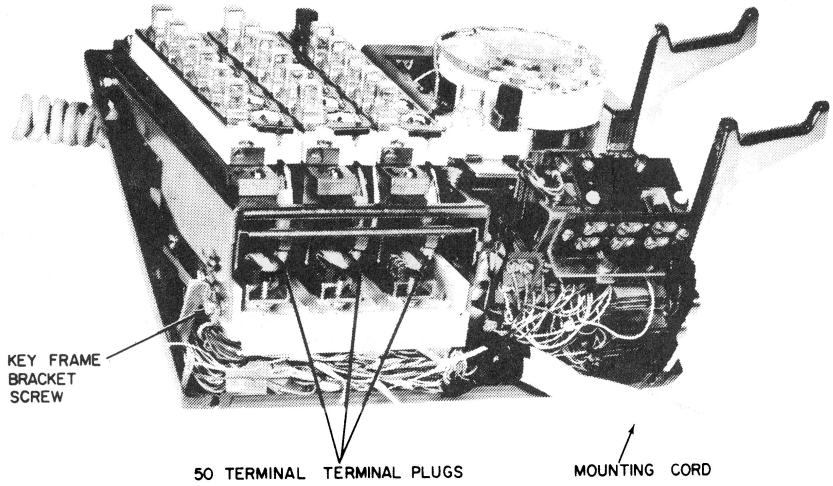
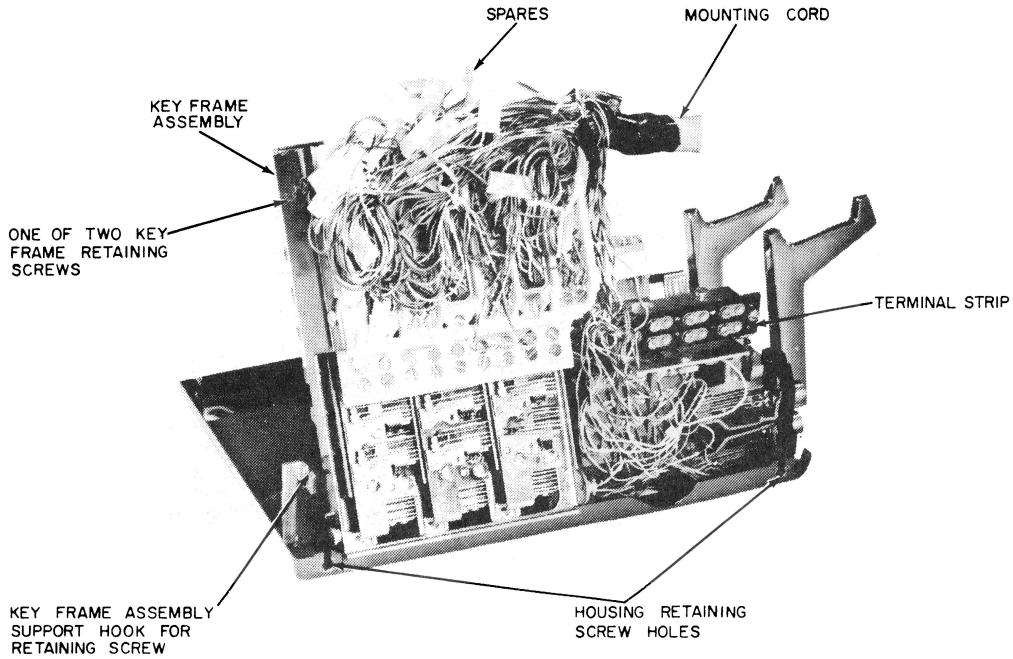

Figure 6. Rear View of Telephone Set.
Figure 7. Rear View of WECo Type 618BW Telephone Set Showing Underside of Key Frame Assembly.
2.05 A few conductors from each 50-terminal plug on the key frame are connected to other plugs or to the 4010B transmission network of the WECo Type 608CW and 618BW telephone sets (Figure 6); however, most of the conductors from the 50-terminal plugs are grouped and enter a plastic cable sheath known as the mounting cord, which is equivalent to the line cord of the conventional telephone set. The mounting cord also includes a number of conductors (spade tipped) that either connect directly to the transmission components or are insulated, taped, and stored for possible future use (Figure 7) with optional or additional features.